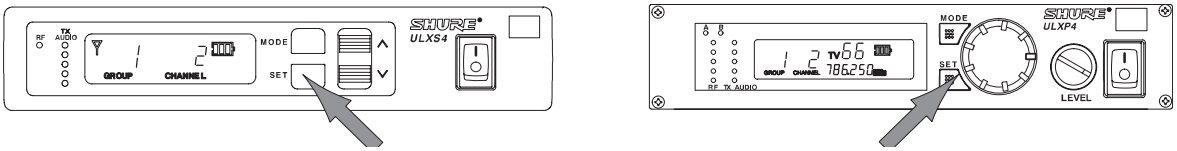

FIGURE 11
3. To tune the receiver to the new Channel, press the SET button. The display will return to the default mode, as shown in Figure 11.